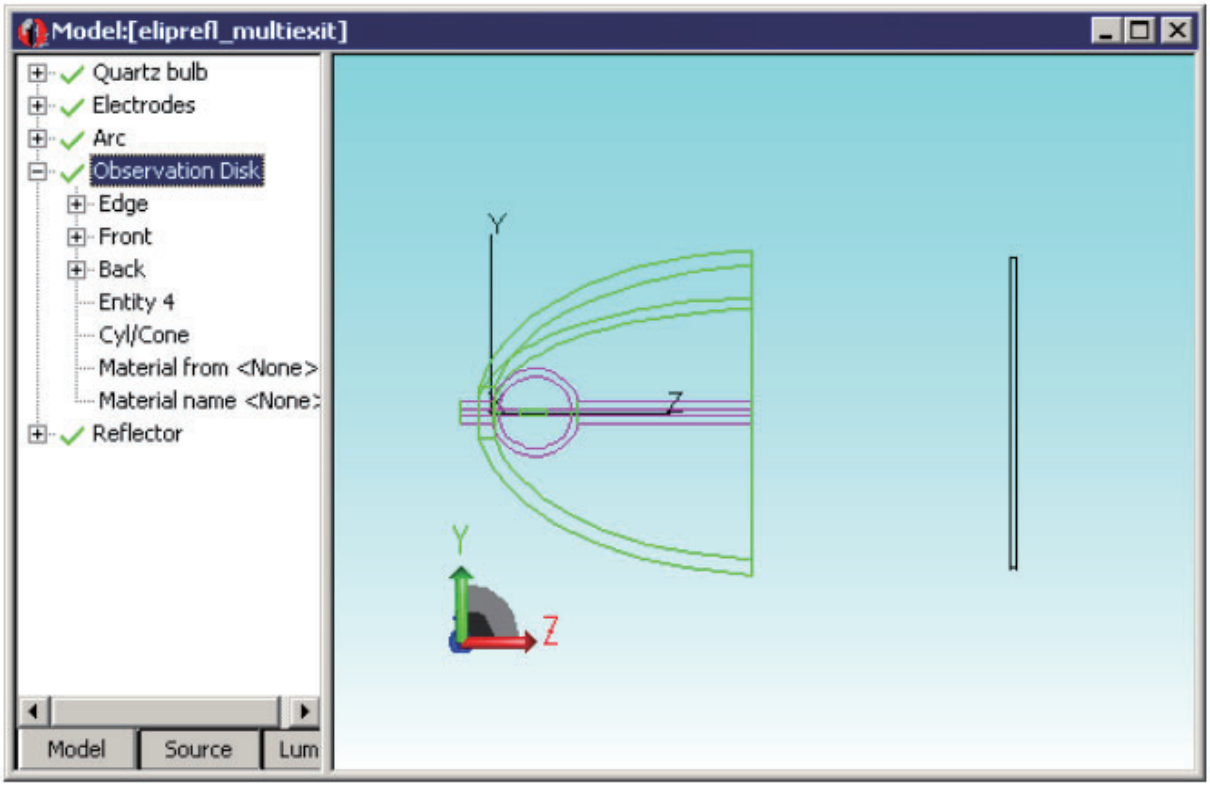

FIGURE 9.65 - eliprefl.oml file with the Observation disk selected, ready for deleting.
2. 図 9.65 に示すように、Observation disk オブジェクトを選択します。